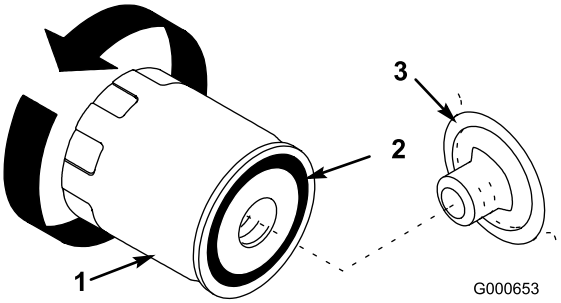

Figure 24
7. Déposez le filtre à huile usagé et essuyez la surface du joint de l'adaptateur (Figure 24).
10. Appliquez une fine couche d'huile neuve sur le joint en caoutchouc du filtre de rechange (Figure 24).
11. Posez le filtre à huile de rechange sur l'adaptateur. Tournez le filtre dans le sens horaire jusqu'à ce que le joint rejoigne l'adaptateur, puis donnez 1/2 tour supplémentaire (Figure 24).
14. Faites l'appoint d'huile avec précaution pour faire monter le niveau jusqu'au repère maximum (F) sur la jauge.